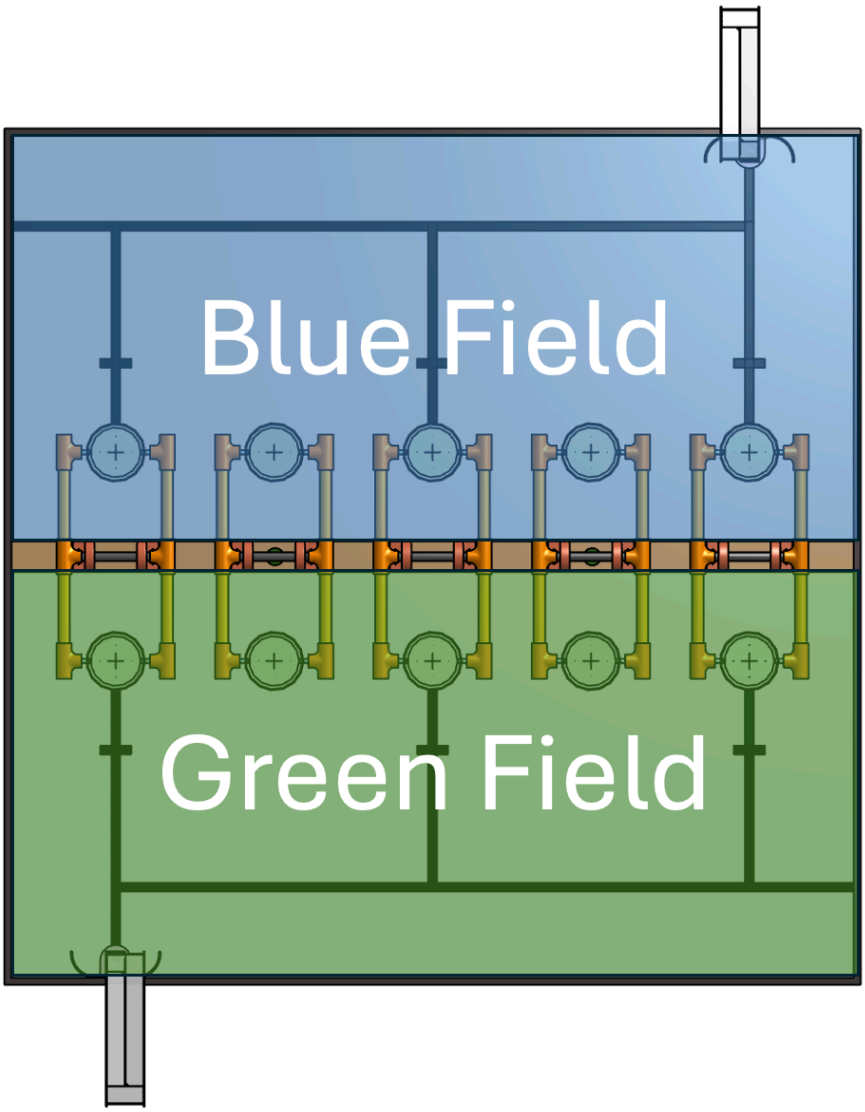

Figure 4: Field definition. Robots must include an electro-mechanical indicator to shows which side it is on at the start of a game round.
- ☐ No portion of any robot may trespass the wall into the opponent's part of the field, as seen in Figure 4.